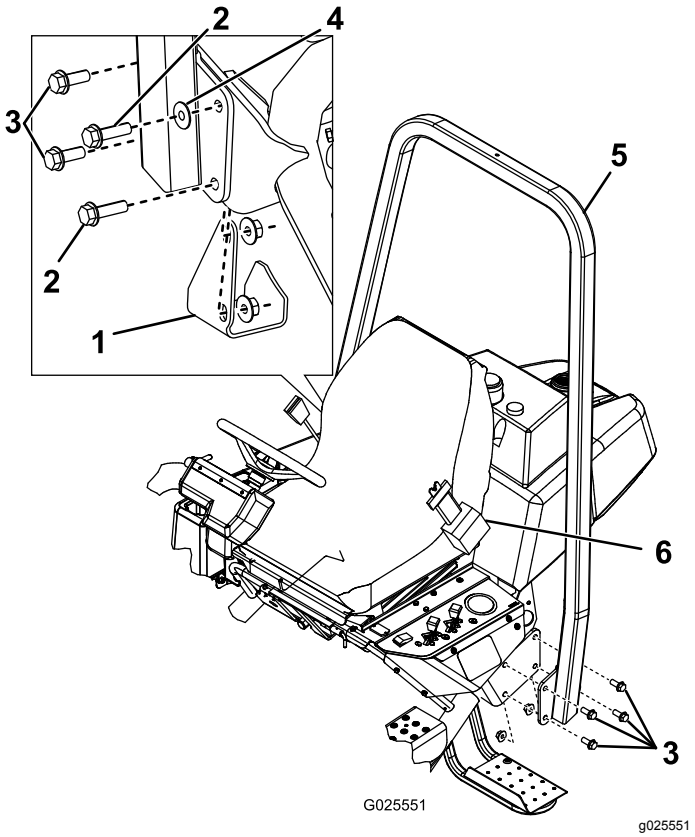

Figur 6
2. Sänk ned vältskyddets ram (Figur 6) på monteringsfästena och passa in den efter monteringshålen.
3. Sätt fast den vänstra sidan av störtbågen på monteringsfästet med fyra skruvar (1/2 x 1,5 tum) och låsmuttrar (Figur 6). Dra åt fästelementen till 91–115 N·m.
4. Sätt fast den högra sidan av störtbågen och domkraftsplattan som du tog bort tidigare vid monteringsfästet med två skruvar (1/2 x 1,5 tum), två skruvar (1/2 x 1,75 tum), en bricka och låsmuttrar i enlighet med Figur 6. Dra åt fästelementen till 91–115 N·m.
Viktigt: **Se till att du monterar brickan på rätt plats i enlighet med Figur 6.**